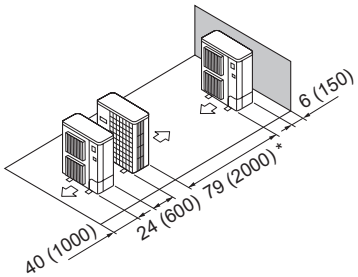

Fig. 2-16
⑤ Disposición en paralelo de unidades simples (Fig. 2-16)